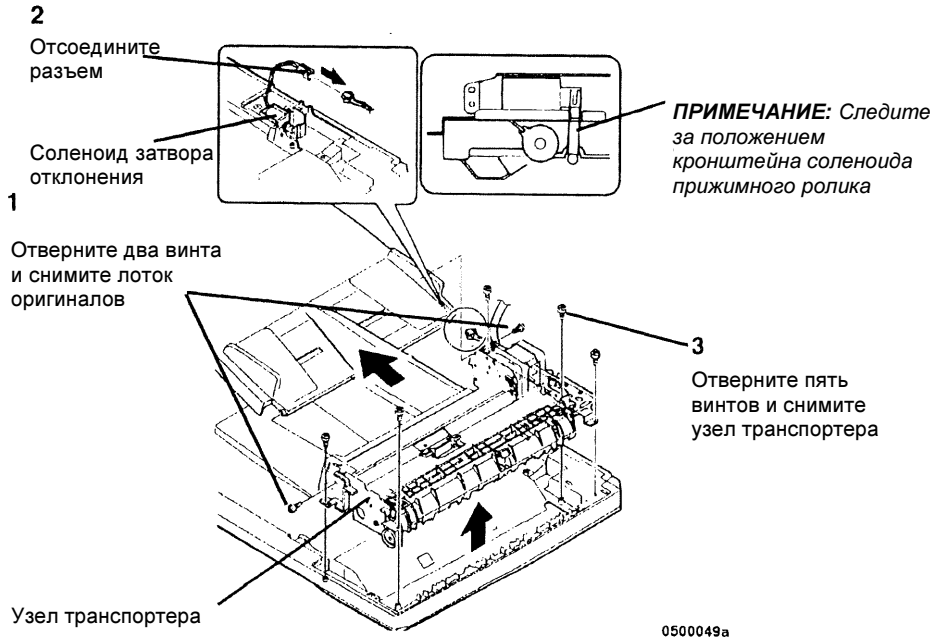

Рисунок 1 Снятие узла транспортера
2. (Рисунок 1): Снимите узел транспортера